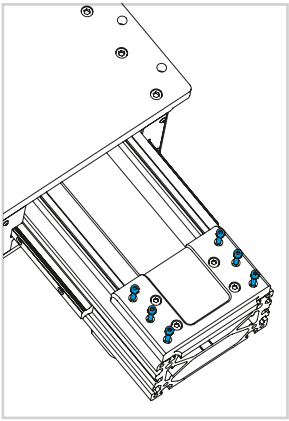

Fig. 10
6) Retirez toutes les vis de la plaque de fixation inférieure de la courroie et séparez-la de l'unité (voir les Fig. 10, 11 et 12).